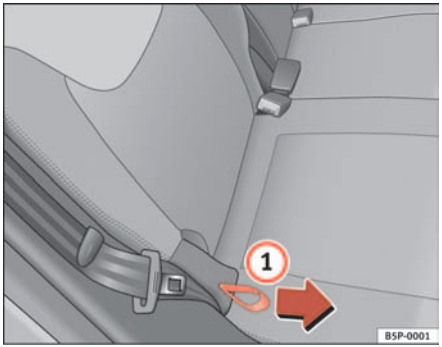

Fig. 98 Rear seat backrest angle adjustment ▶
– Hold the backrest at the top. Pull the loop on the side of the seat ⇒ page 129, fig. 98 (1) in the direction of the arrow and hold the loop in this position. Push the backrest to the required position and release the loop.